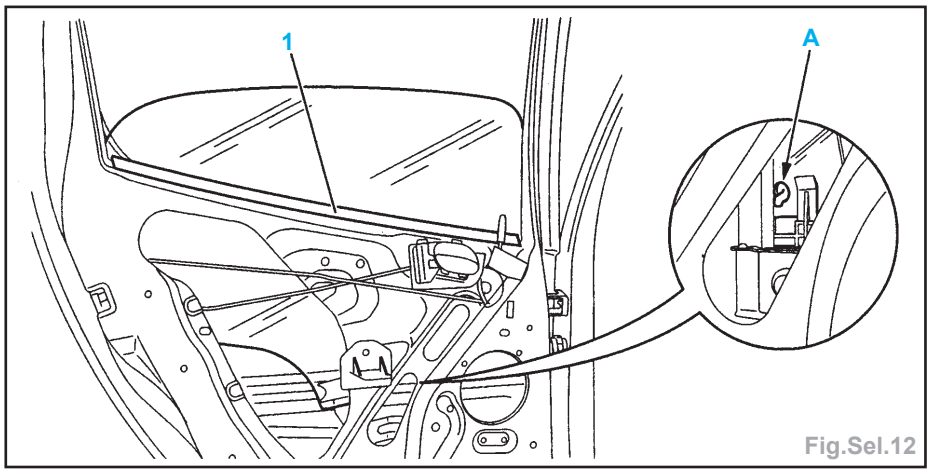

Fig.Sel.12
- le joint lécheur (1) (Fig.Sel.12).
- Dégager la vitre (2) du mécanisme en poussant en A à l'aide d'un tournevis et tirer la glace vers le haut et par l'extérieur.